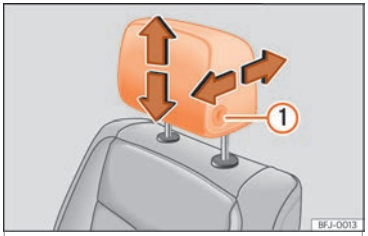
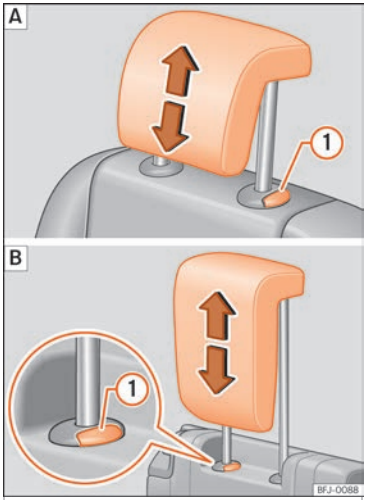

Fig. 106 Siège avant : réglage de l'appuie-tête.
Fig. 107 Réglage des appuie-tête arrière : A Seconde rangée de sièges, B troisième rangée de sièges.
- Déplacez l'appui-tête vers le haut ou le bas dans le sens de la flèche correspondante. Dans le cas des appuie-tête avant, aussi bien pour les élever ou les abaisser, vous devez appuyer sur le bouton ››› fig. 106 (1). Dans le cas des appuie-tête arrière, il suffit d'appuyer sur la touche ››› fig. 107 (1) pour les abaisser
- Déplacez l'appuie-tête vers l'avant ou vers l'arrière dans le sens de la flèche correspondante tout en appuyant sur la touche ››› fig. 106 (1).